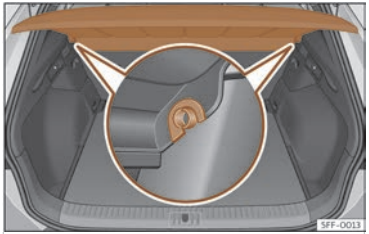

Fig. 187 In the luggage compartment: removing and installing the shelf.
- Remove the rear shelf from the side supports ››› **Fig. 187** by pulling it upwards and then take it out.
- Insert the cover horizontally so that the "recess" slots over the support fittings ››› **Fig. 187** and press down until it engages.